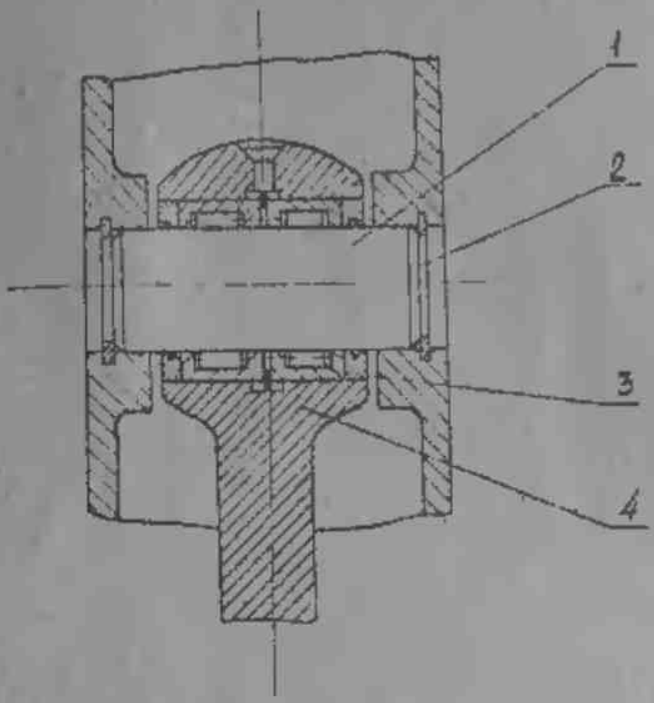

Рис. 4 Крепление пальца шатуна
Палец (I) шатуна (рис.4) удерживается от осевого перемещения пружинными кольцами (2).